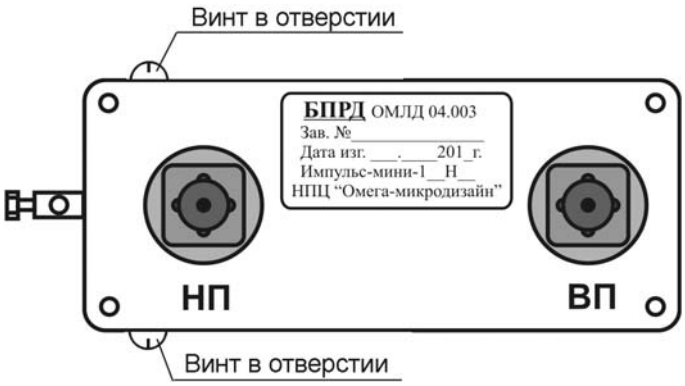
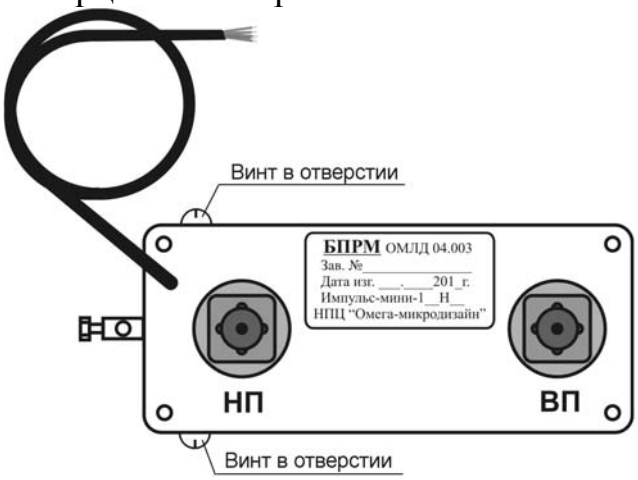

Рис. 6.10
Рис. 6.11
6.4.1.1 БПРД (рис. 6.10) и БПРМ (рис. 6.11) имеют сходное конструктивное исполнение. Внутри литого алюминиевого корпуса установлен субблок на базе печатной платы. К корпусам прикреплены пластины для крепления блоков на консолях, опорах КМЧ Для крепления на заграждении или стене здания используются дополнительные изолирующие кронштейны. На торцевых поверхностях корпусов расположены клеммы для заземления БПРД (БПРМ). Контакты ВП и НП для подключения соответственно ВП и НП ЧЭ располагаются на лицевых поверхностях корпусов и закрываются от атмосферных воздействий защитными колпачками. Вблизи с вводами для верхнего и нижнего проводов ЧЭ на лицевой поверхности имеются соответствующие маркировки «ВП» и «НП». Рядом с вводом НП на торцевых поверхностях имеются блокирующие винты, закрывающие специальные отверстия, предназначенные для вывода сконденсированной внутри корпуса влаги. На тыльной стороне имеются два резьбовых отверстия для крепления на УКБ.